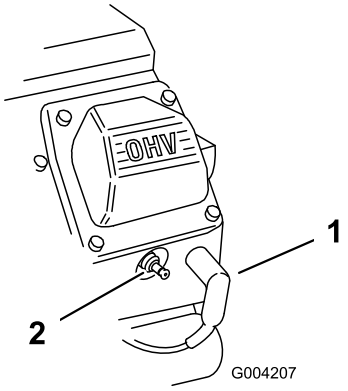

**Figuur 34**
3. Trek de kabels van de bougies (Figuur 34).
3. Druk de bougiekabels op de bougies (Figuur 34).